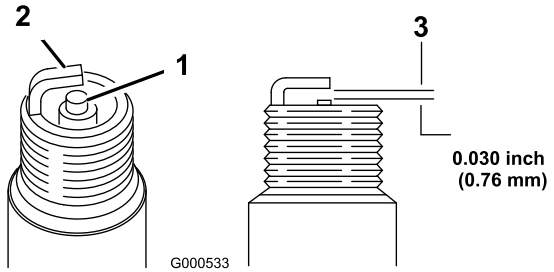

**Rysunek 29**
2. Odłącz kabel od świecy zapłonowej (Rysunek 29).
5. Ustaw przerwę na świecy na 0,76 mm (Rysunek 29).